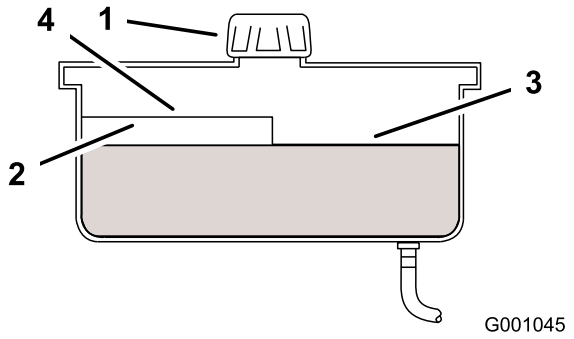

Figur 75
2. Rengjør rundt påfyllingshalsen for hydraulisk olje (Figur 75).
3. Ta lokket av påfyllingshalsen. Se på innsiden for å kontrollere om det er olje i beholderen (Figur 75).
Merk: Oljenivået skal nå til toppen av nivået "hot" på skjermen når væsken er varm (Figur 75).